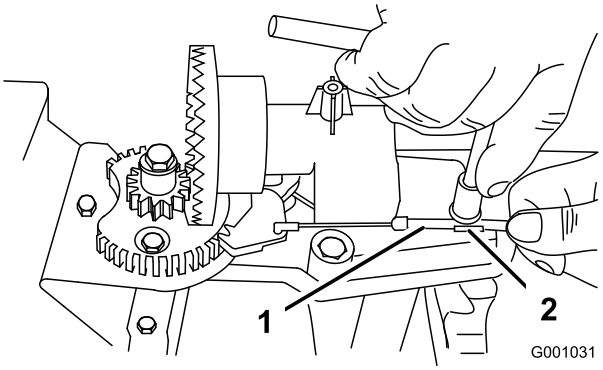
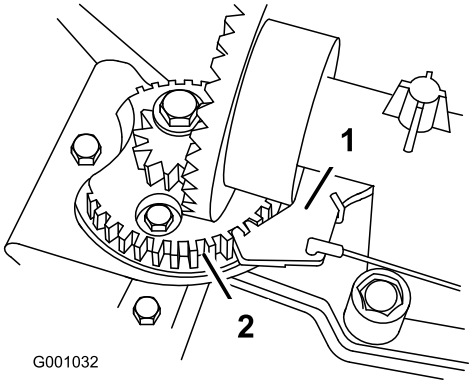

Rysunek 53
Rysunek 54
2. Odkręć śrubę na zacisku linki (Rysunek 53).
zaczepi się o uzębienie koła zębatego (Rysunek 53 i Rysunek 54).
Informacja: Zapadka jest sprężynowa i automatycznie opadnie na uzębienie koła zębatego (Rysunek 54).